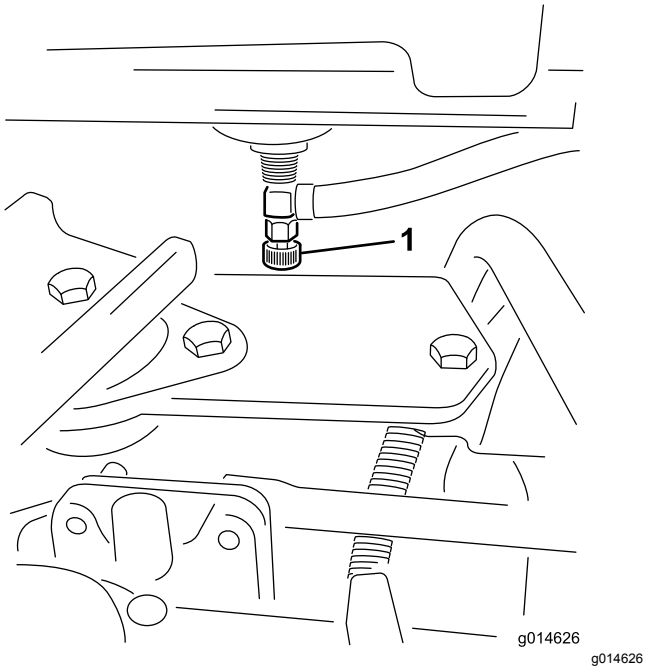

**Rysunek 48**
1. Zamknij zawór odcinający paliwo (Rysunek 48) znajdujący się pod zbiornikiem paliwa.